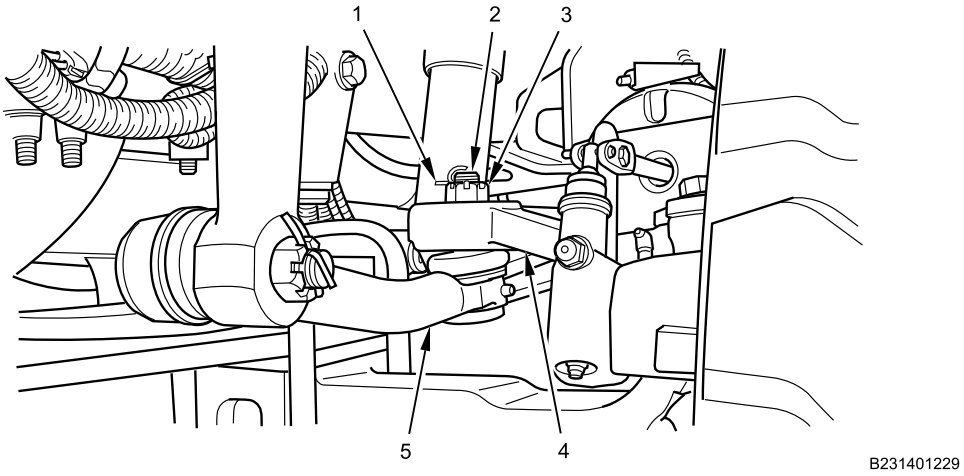

Figure 2. Steering Arm.
2. Remove cotter pin (Figure 2, Item 1) and hex nut (Figure 2, Item 3) from drag link stud (Figure 2, Item 2) at steering arm (Figure 2, Item 4). Discard cotter pin (Figure 2, Item 1).
3. Using puller, remove drag link stud (Figure 2, Item 2) from steering arm (Figure 2, Item 4).